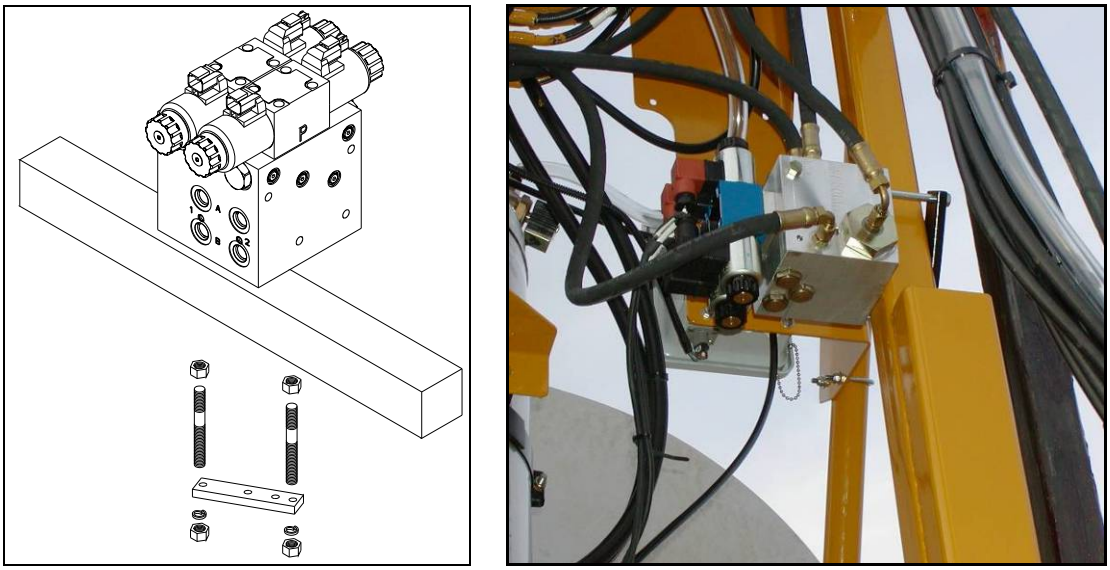

Figure 28: Valve Block Mounting
1. A suitable mounting location for the valve block on the Rogator is illustrated in **Figure 28**.